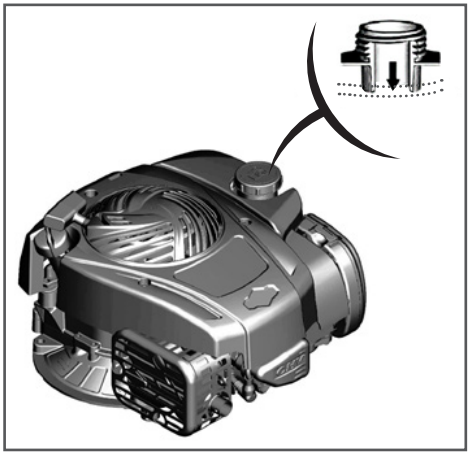

Рис. 14 Максимальный уровень топлива в топливном баке
Максимальный уровень топлива показан на Рис. 14
3. Залейте бензин в топливный бак при помощи специальной емкости или воронки до уровня, показанного на Рис. 14.